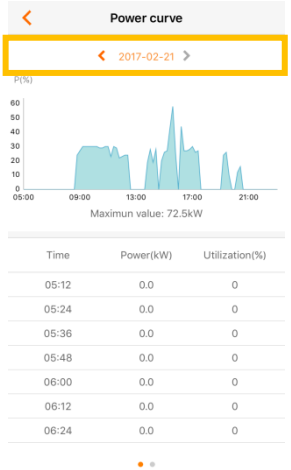

Fig. 10-12 Power curve
Step 1 Click the "Power Yields Records" to view the power curve page as shown in Fig. 10-12.